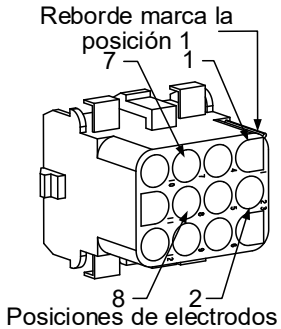

Figura 3
7. Inserte los electrodos en el conector C-6 de 12 patillas (consulte la Figura 3). Para las unidades de cuba completa o la mitad izquierda de una unidad con cuba doble (visto desde atrás de la freidora) los electrodos van en las posiciones 1 y